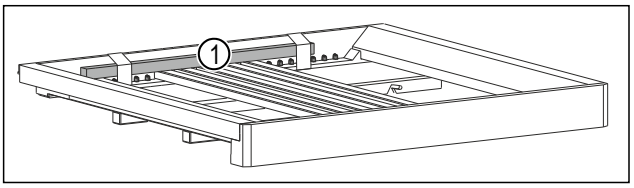

*Fig. 38 **
▶ Holzstab *Fig. 38 (1)* entfernen.*